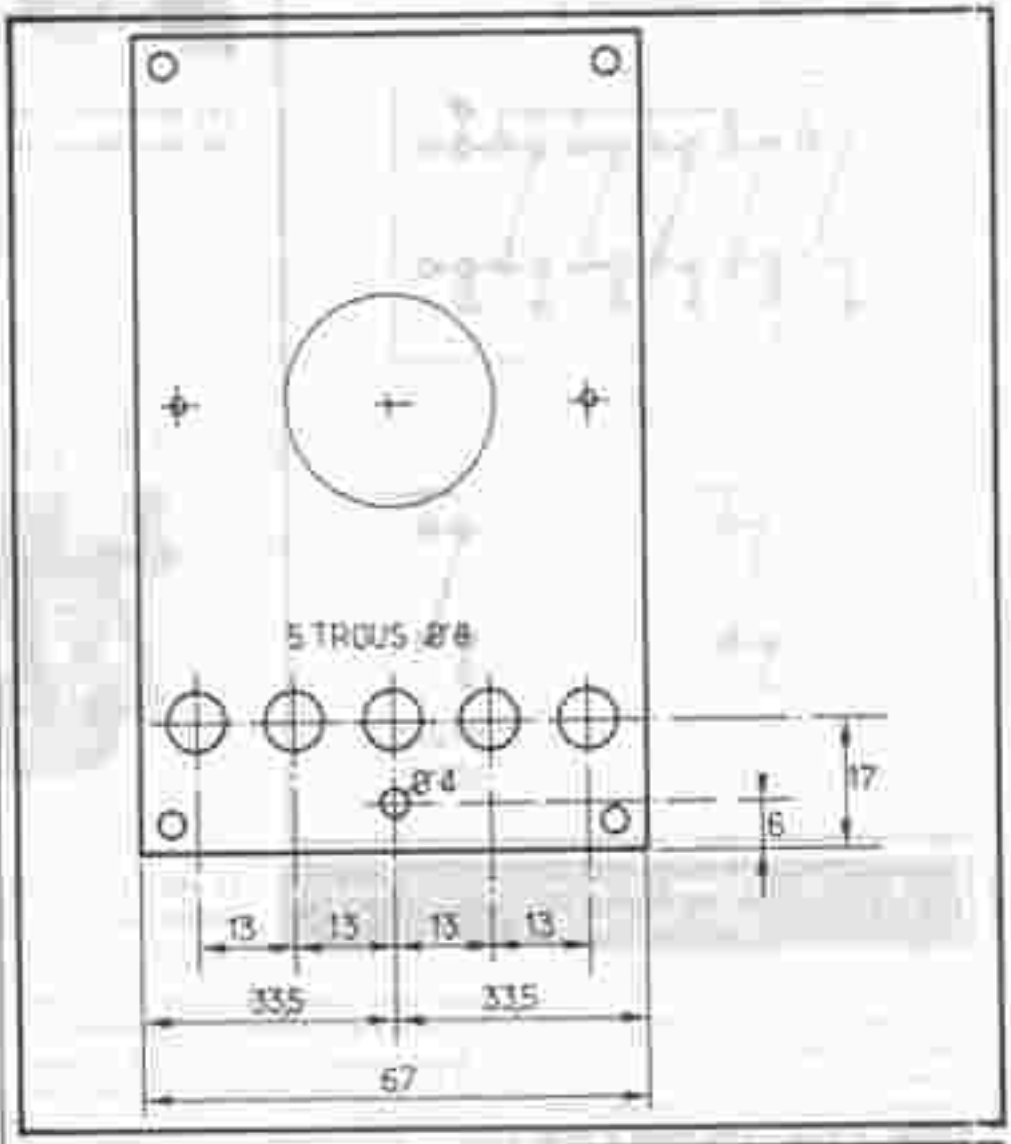

Fig. 4 – Plan de perçage du couvercle du boîtier TEKO de référence P/2. Les perçages pour le galvanomètre étant à la demande ne sont pas cotés
Voici à la **figure 4** deux moyens de réaliser l'équilibrage.
CLAUDIA. – Je peux alors expliquer le fonctionnement du montage et d'équilibrage de la (B) **figure 4**. Ce dispositif ne peut fonctionner que si les curseurs des deux potentiomètres tournent en sens inverse.
3) L'équilibrage est réalisé selon le principe de la **figure 4** avec un potentiomètre de 500 Ω.